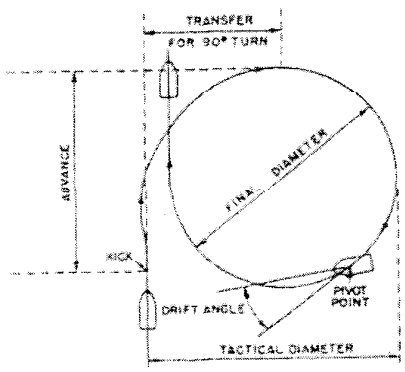

Figure 2 - Turning circle
Such a turn is illustrated in figure 2. The diameter of the turning circle decreases with any increase in rudder angle. High speed also has a noticeable effect on the turning circle. Small changes in speed, however, do not significantly alter the diameter. The following definitions relate to various aspects of the turning circle.
2. TRANSFER: Distance gained at right angles to the original course when turning. Figure 2 shows transfer for a 90° turn. For a 180° turn, transfer equals tactical diameter.